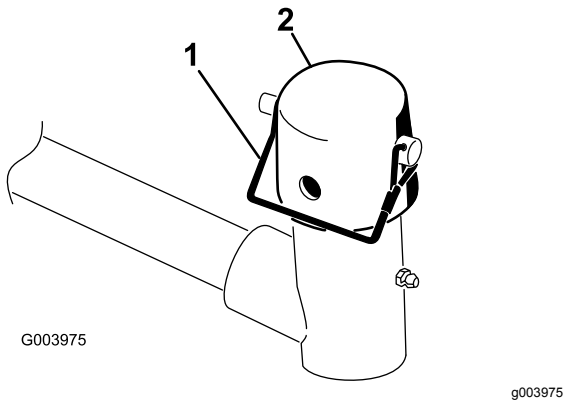

Figur 10
7. Ta bort sprint- och förankringsenhetens hjulsprint och sprintbult från lyftarmens svängok. Skruva sedan av locket (Figur 10).
11. Fäst locket och bärramens axel på lyftarmens ok med hjälp av låsstiftet (Figur 10).